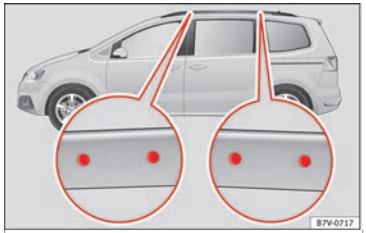

Fig. 99 Attachment points for the basic support and the roof carrier system
The position openings are located on the inner side of the side roof rods ››› Fig. 99.
- **The base support should only be fitted to the points indicated in the diagram ››› Fig. 99.**